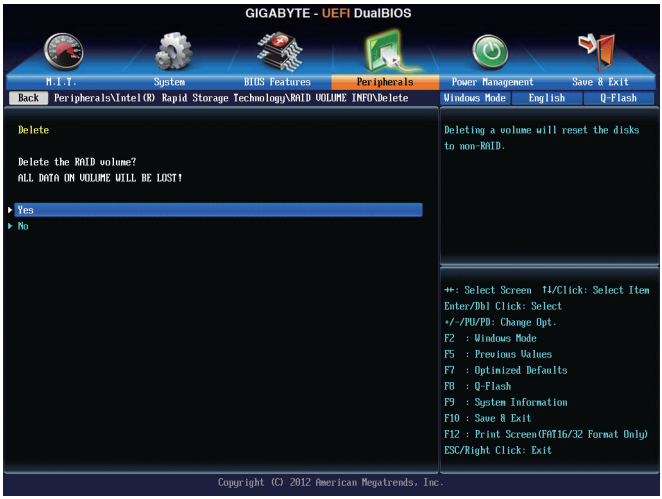

図 8
RAID アレイを削除するには、**Intel(R) Rapid Storage Technology** 画面上で削除するボリューム上で <Enter> を押します。**RAID VOLUME INFO** 画面に移動後、**Delete** 上で <Enter> を押して、**Delete** 画面に移動します。**Yes** 上で <Enter> を押します (図 8)。